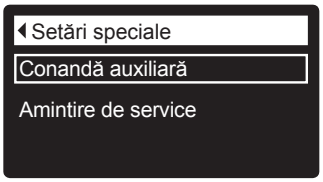

FIG. 87
5. Apăsaţi SELECT (⬭), pentru a afișa meniul funcţii speciale) (fig. 87).
9. Apăsați SELECT (⬭). Afișajul va reveni la meniul funcțiilor speciale (fig. 87).